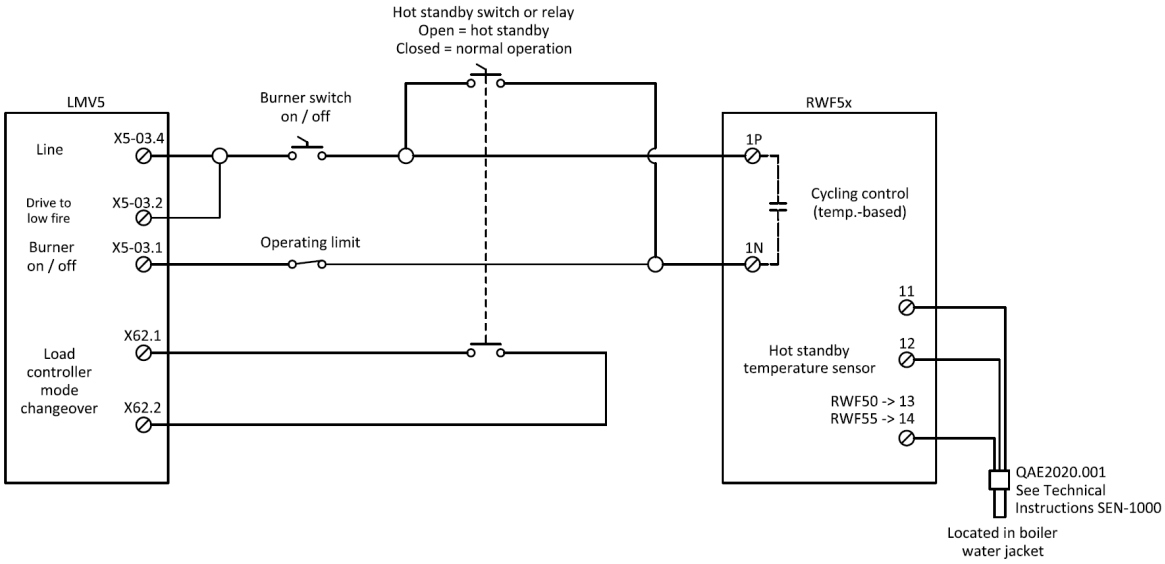

**Figure 2: LMV5 to RWF5x Hot Standby Only Wiring**
1. Wire the RWF5x to the LMV5 as shown in Figure 2.